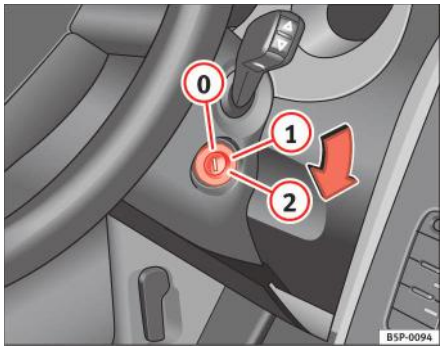

Fig. 116 Pozițiile cheii în comutatorul de contact
În această poziție ⇒ fig. 116, contactul este luat, motorul este oprit, iar coloana de direcție poate fi blocată.
– Rotiți cheia de contact în poziția ⇒ pagina 167, fig. 116 (1). Lampa indicatoare se va aprinde pentru a semnala preîncălzirea motorului.
– Când lampa de avertizare se stinge, rotiți cheia în poziția (2) pentru a porni motorul. Nu apăsați pedala de accelerație.
– Rotiți cheia de contact în poziția ⇒ pagina 167, fig. 116 (0).